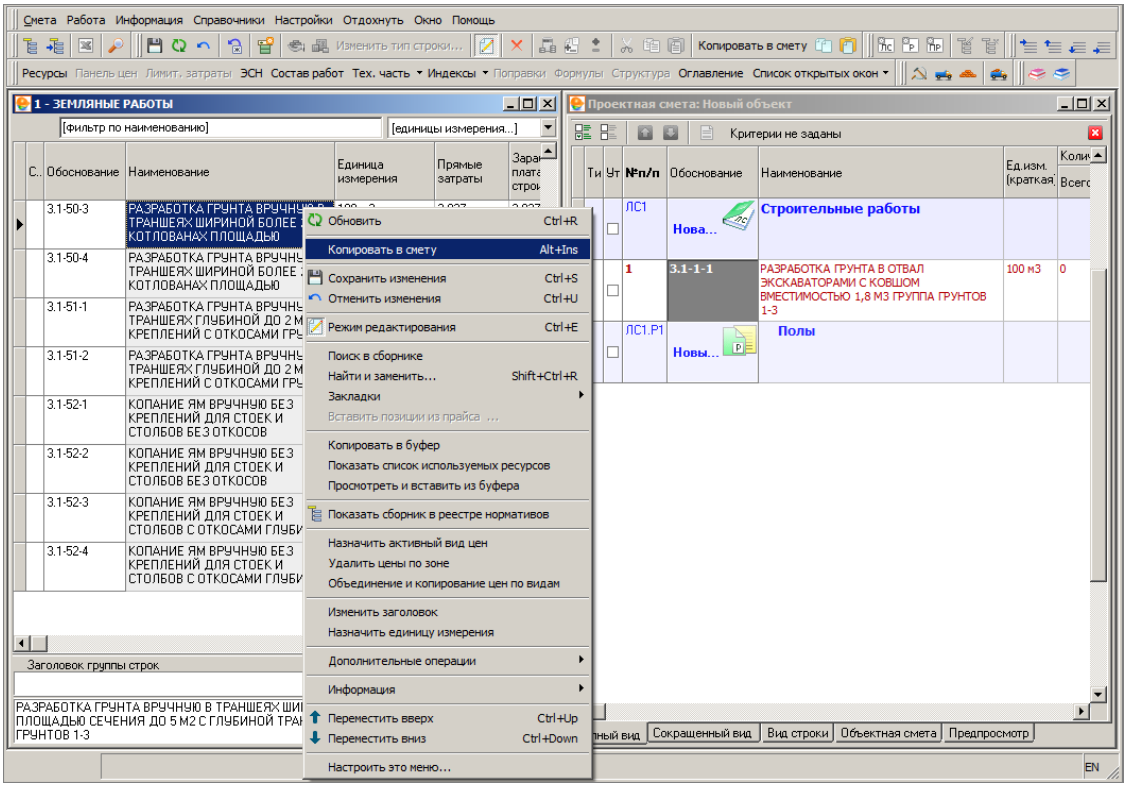

Рис. 2. Перенос расценок из сборника через Контекстное меню
25. Следующую расценку скопируем через контекстное меню. Щелкните правой кнопкой мыши по найденной расценке и выберите пункт **Копировать в смету** (см. рис. 2).